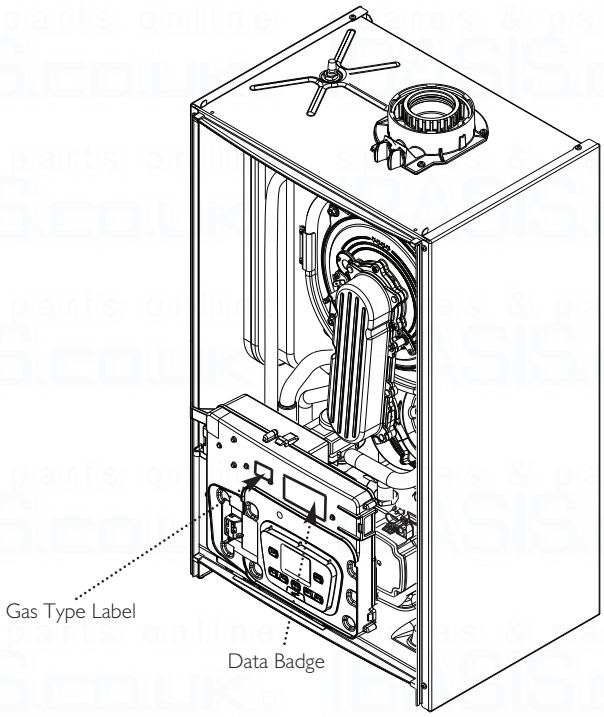

Fig. 2
5. The boiler data badge gives details of the model, serial number and Gas Council number and is situated on the inner door panel. It is visible when the case front panel is removed (Fig. 2).